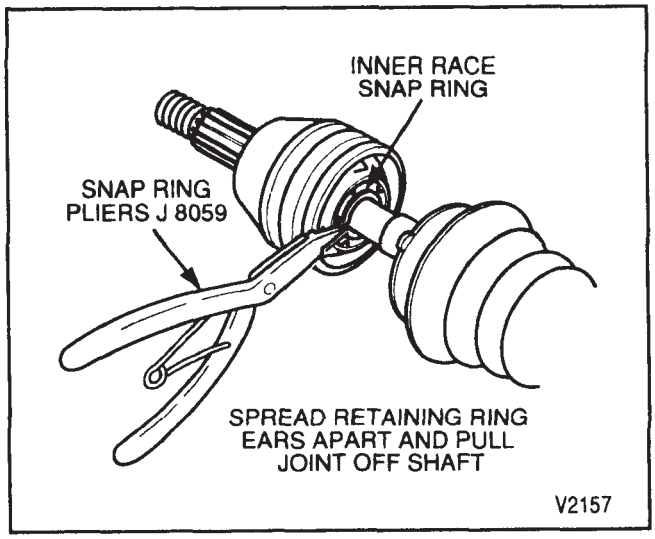

Figure 35—Separating the CV Joint From the Axle
3. Snap ring (184). Using J 8059 (or equivalent) (figure 35).
4. Joint assembly from the axle shaft (182).